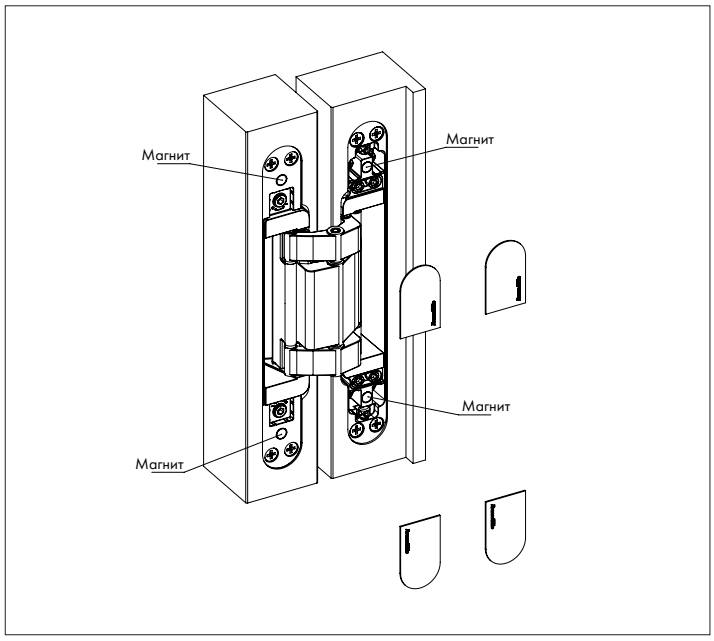

Рисунок 6 — Установка декоративных накладок.
3. Установить декоративные накладки (рис. 6).